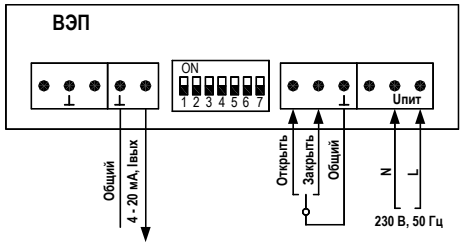

Рисунок 3.2 Схема подключения с управлением трехпозиционным сигналом (беспотенциальный контакт или открытый коллектор).
- трехпозиционное беспотенциальный контакт или открытый коллектор (схема подключения рис. 3.2).